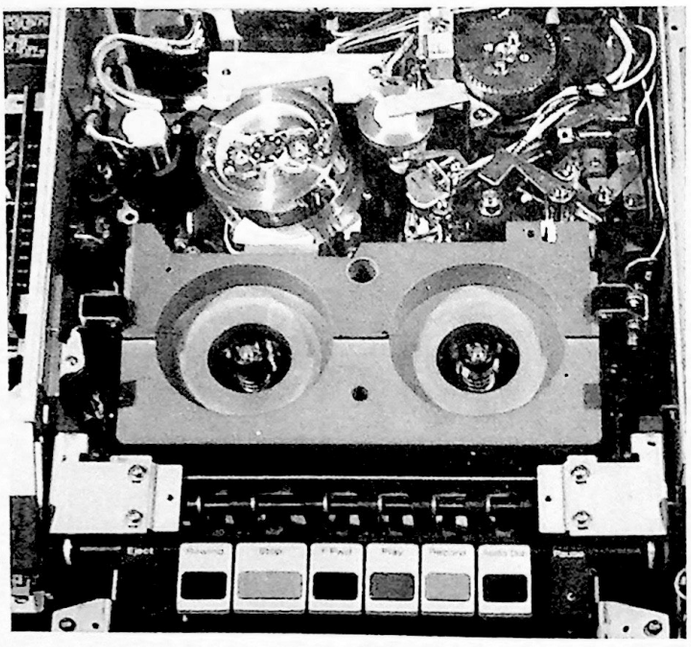

Figure 26. Use of Cassette Holder Jig
2. Replace the four (4) retaining screws — (two (2) on each side). **Do Not Tighten.**
3. Place the cassette holder jig (Stock No. 144394) in cassette holder — see Figure 26.